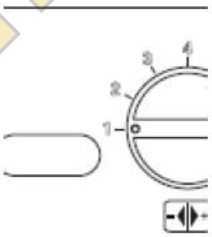
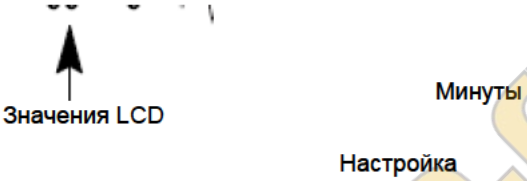

рис. 5.52
рис. 5.53
• Прежде, чем подать электропитание на котёл, установите ручки 2 и 3 как показано на рис. 5.52.
• Для настройки времени пост-циркуляции насоса, нужно войти в программирование, удерживая 15 секунд кнопку «сброс» 4 (см. рис. 5.52) пока на дисплее LCD не появится параметр P01;
• Жмите кнопку «сброс» 4 (см. рис. 5.52), до перехода к параметру P11, для настройки пост-циркуляции насоса; на дисплее LCD отобразится следующее (изображение P11 чередуется с 44).
• Чтобы поменять настройку поверните ручку 2 (см. рис. 5.52), установив её на выбранное время (см. рис. 5.53).
Интервал настройки ручки 2 на рис. 5.53 соответствует прочитанному значению на дисплее LCD приблизительно 44 (40 секунд) и это значение можно менять до приблизительно 255 (4 минуты); на дисплее изображение P11 чередуется с 60.